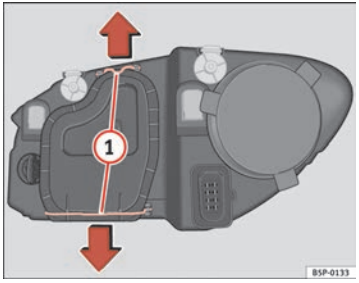

Fig. 166 Dipped head-lights
– Remove the loops ⇒ page 256, fig. 166 (1) in the direction of the arrow and remove the cover.